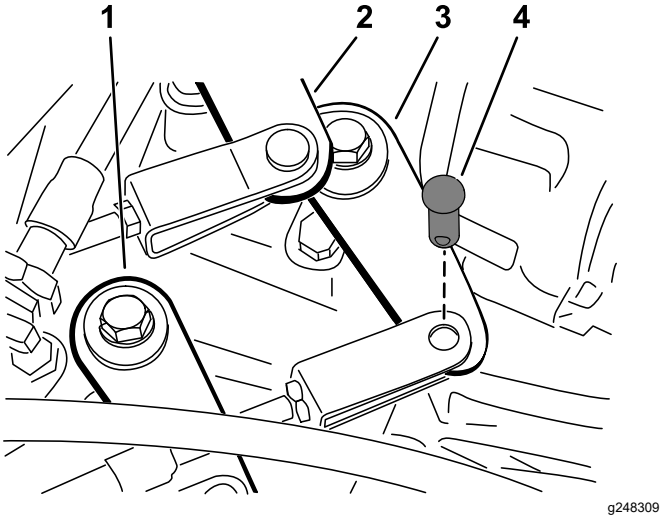

Figuur 45
2. Verwijder de gaffelpennen waarmee de kabels van het schakelmechanisme zijn bevestigd aan de schakelarmen van de transaxle (Figuur 45).
1. Verwijder de gaffelpen waarmee de kabel voor Hoog-Laag is bevestigd aan de transaxle (Figuur 45).